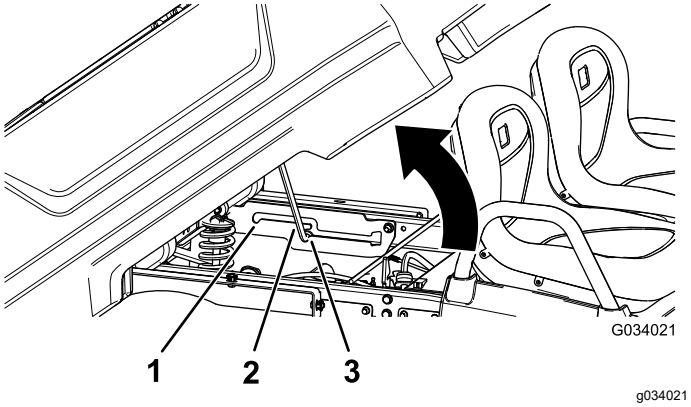

Figura 16
2. Tire de la varilla de sujeción hasta que entre en la ranura de retención de la posición de volquete, para afianzar la plataforma (Figura 16).
2. Tire de la varilla de sujeción hasta que entre en la ranura de retención de la posición de servicio, para afianzar la plataforma mientras se realizan tareas de mantenimiento (Figura 16).
2. Extraiga la varilla de sujeción de la ranura de retención (Figura 16).